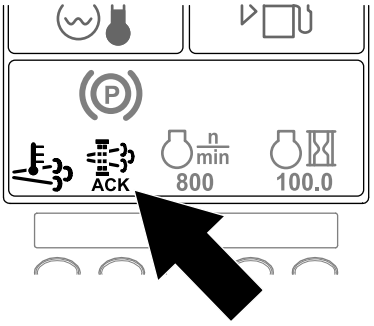

Figur 61
10. Startskärmen visas i InfoCenter och symbolen för bekräftad regenerering (Figur 61) visas i det nedre högra hörnet allt eftersom regenereringen fortlöper.